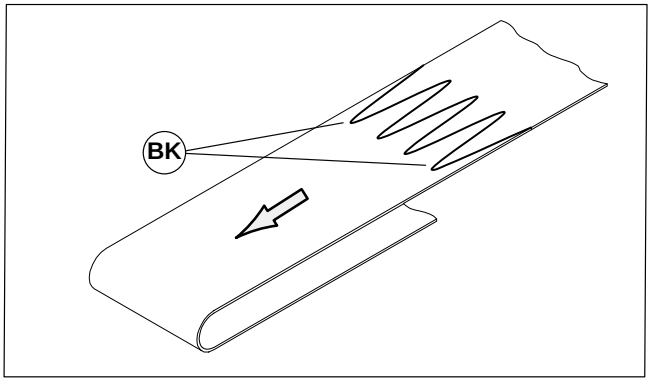

Abbildung 32
1. Das Förderband so ausrichten, daß die Spitzen der Gurtspleißung (BK siehe Abbildung 32) laut Angaben auf dem Etikett in die Laufrichtung des Gurtes weisen (BJ siehe Abbildung 31).